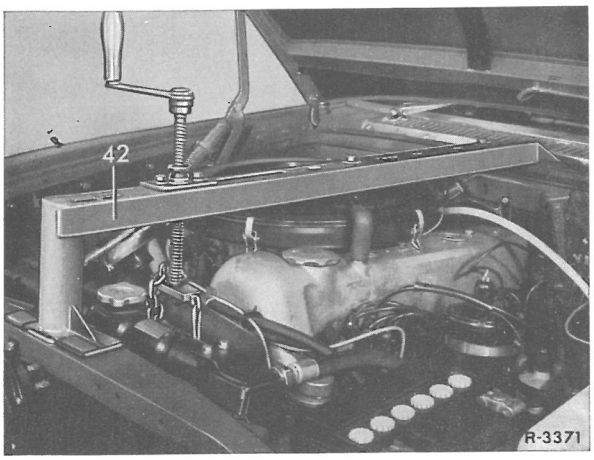

Fig. 33-1/1
2 Ophængningsbro (42) for motoren anbringes, som vist i fig. 33-1/1. Sekskantboltene til forreste motorleje løsnes i venstre og højre side.